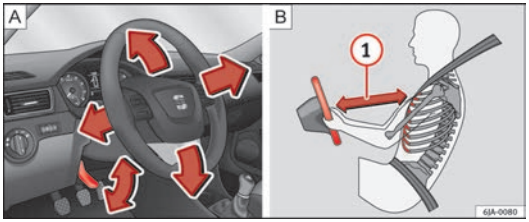

Fig. 101 Adjustable steering wheel: lever beneath steering column/safe distance from steering wheel
- **Maintain at least 25 cm distance between the steering wheel and the upper part of your body (1) ⇒ Fig. 101 [B] ⇒ page 137. The airbag system will not be able to give the required protection if the minimum distance is not observed. This can cause a risk of fatal injury!**
– Pull down the leave located below the steering wheel ⇒ Fig. 101 A.